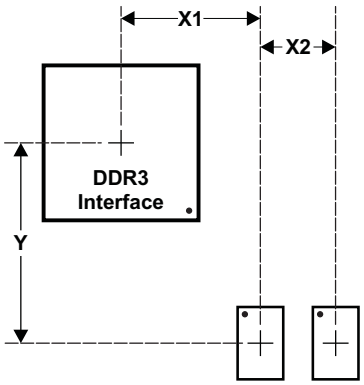

Figure 7-50. Placement Specifications
Figure 7-50 shows the required placement for the AM335x device as well as the DDR3 devices. The dimensions for this figure are defined in Table 7-61. The placement does not restrict the side of the PCB on which the devices are mounted. The ultimate purpose of the placement is to limit the maximum trace lengths and allow for proper routing space.
(1) DDR3 keepout region to encompass entire DDR3 routing area.
(2) For dimension definitions, see Figure 7-50.
(3) Measurements from center of AM335x device to center of DDR3 device.
(4) Minimizing X1 and Y improves timing margins.
(5) w is defined as the signal trace width.
(6) Non-DDR3 signals allowed within DDR3 keepout region provided they are separated from DDR3 routing layers by a ground plane.